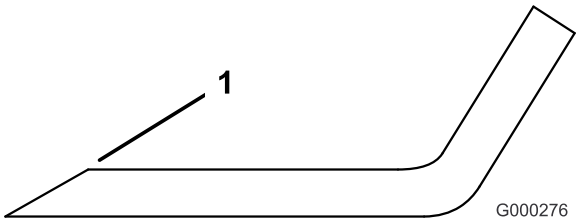

**Figur 86**
1. Anvend en fil til at slibe begge ender af skærekniven (Figur 86). Bevar den oprindelige vinkel. Skærekniven bevarer balancen, hvis der fjernes den samme mængde materiale på begge skærekanter.